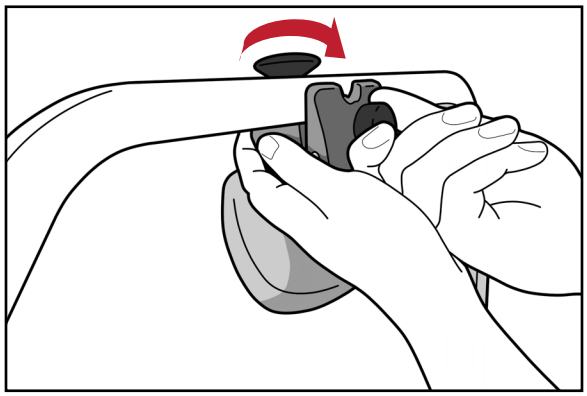

Figure 4
2. Verrouiller la pince de compression en place en tournant le bouton de verrouillage jusqu'à ce que la pince soit bien fixée. (Figure 4)